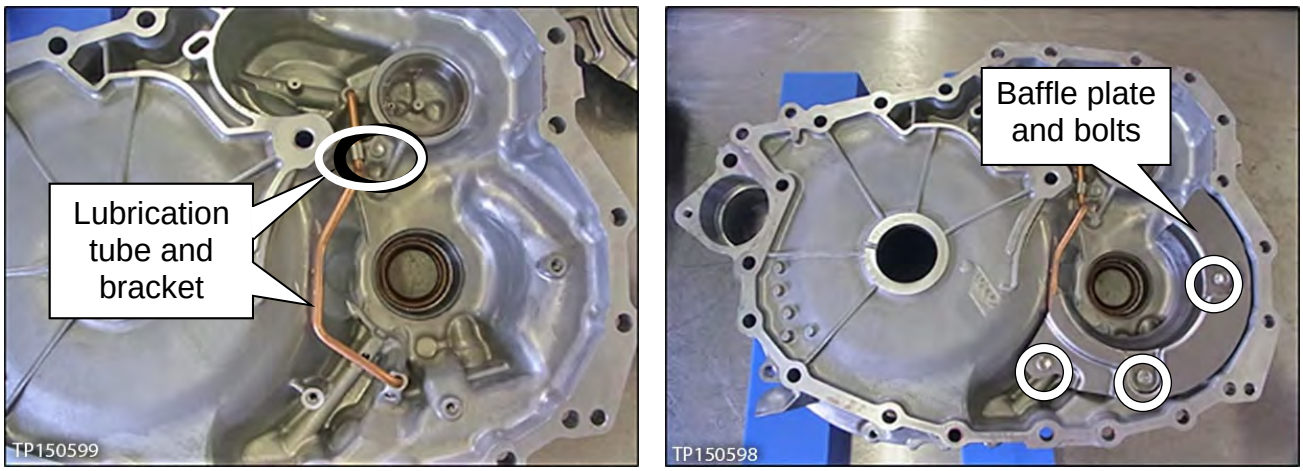

Figure 5H
4. Install the lubrication tube and bracket, and then the baffle plate with three bolts (Figure 5H).